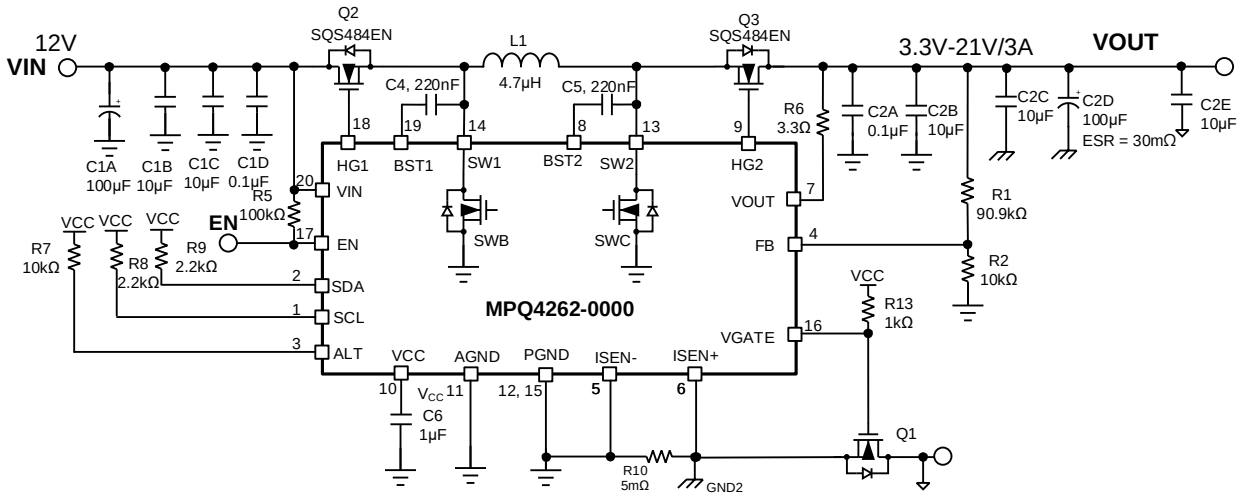

Figure 14: V_{IN} = 12V, V_{OUT} = 3.3V to 21V/3A (OPERATION Set to On) (9)
8) The recommended layout is based on the typical application circuit (see Figure 14 on page 38).